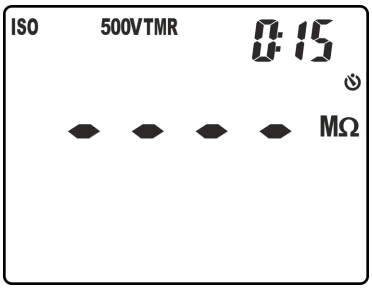

Fig. 20: Configuración tiempo de medida en modo TMR
5. Pulse las teclas ▼/☼ o **▲/ZERO** para configurar el tiempo de medida (Timer) eligiendo entre las opciones: **15s, 30s, 1min, 5min, 10min**. Note el valor en la parte superior derecha del visualizador (ver la Fig. 20)
5. Pulse las teclas ▼/☼ o **▲/ZERO** para configurar el tiempo de medida (Timer) eligiendo entre las opciones: **1min** (para medida DAR) o **10min** (para medida PI). Note el valor en la parte superior derecha del visualizador (ver la Fig. 20)